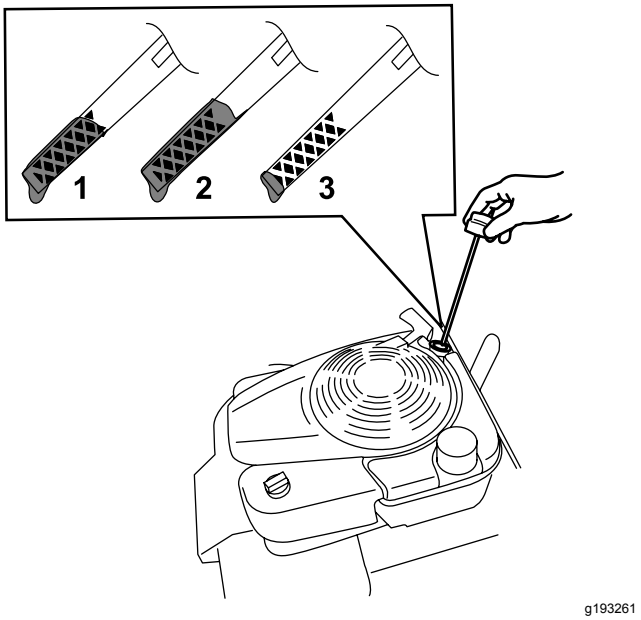

Rysunek 14
2. Wyjmij wskaźnik poziomu, obracając jego korek w lewo i wyciągając go (Rysunek 14).
5. Odczytaj poziom oleju na wskaźniku (Rysunek 14).
- Jeżeli poziom oleju na wskaźniku poziomu jest zbyt niski (Rysunek 14), ostrożnie dolej niewielką ilość oleju klasy SAE 30 lub SAE 10W-30 z detergentami przez szyjkę wlewu, odczekaj 3 minuty i powtarzaj czynności od 3 do 5 do czasu, gdy poziom oleju na wskaźniku będzie prawidłowy. Właściwy rodzaj oleju można sprawdzić w Wymiana oleju silnikowego (Strona 21).
- Jeśli poziom oleju na wskaźniku poziomu jest zbyt wysoki (Rysunek 14), spuść jego nadmiar, aby uzyskać prawidłowy poziom na wskaźniku, patrz Wymiana oleju silnikowego (Strona 21).